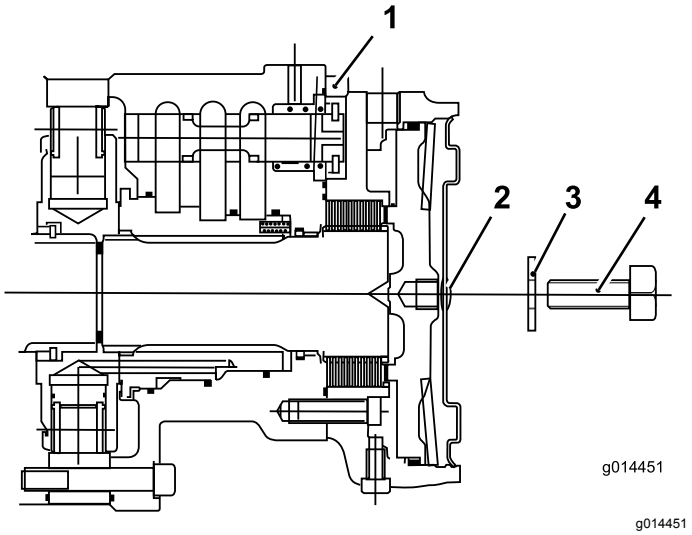

Figur 38
C. Montera sexkantspluggen på motorns ändplåt (Figur 38).